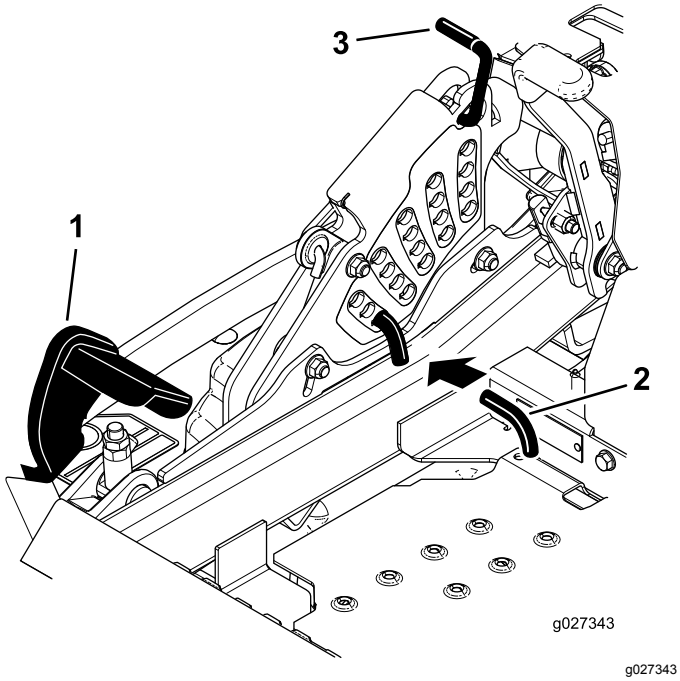

Figuur 112
5. Druk het voetpedaal helemaal in en het maaidek wordt vergrendeld in de transportstand van 14 cm (Figuur 112).